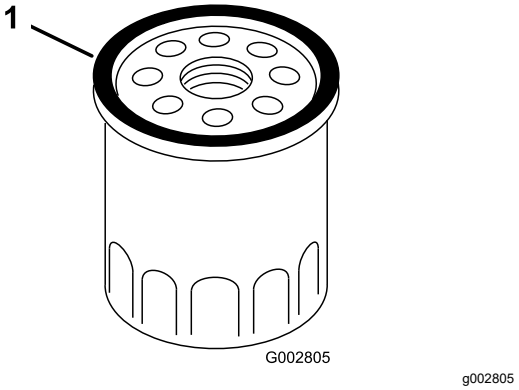

**Figure 29**
7. Avec les doigts, appliquez de l'huile sur le joint du filtre neuf (Figure 29).